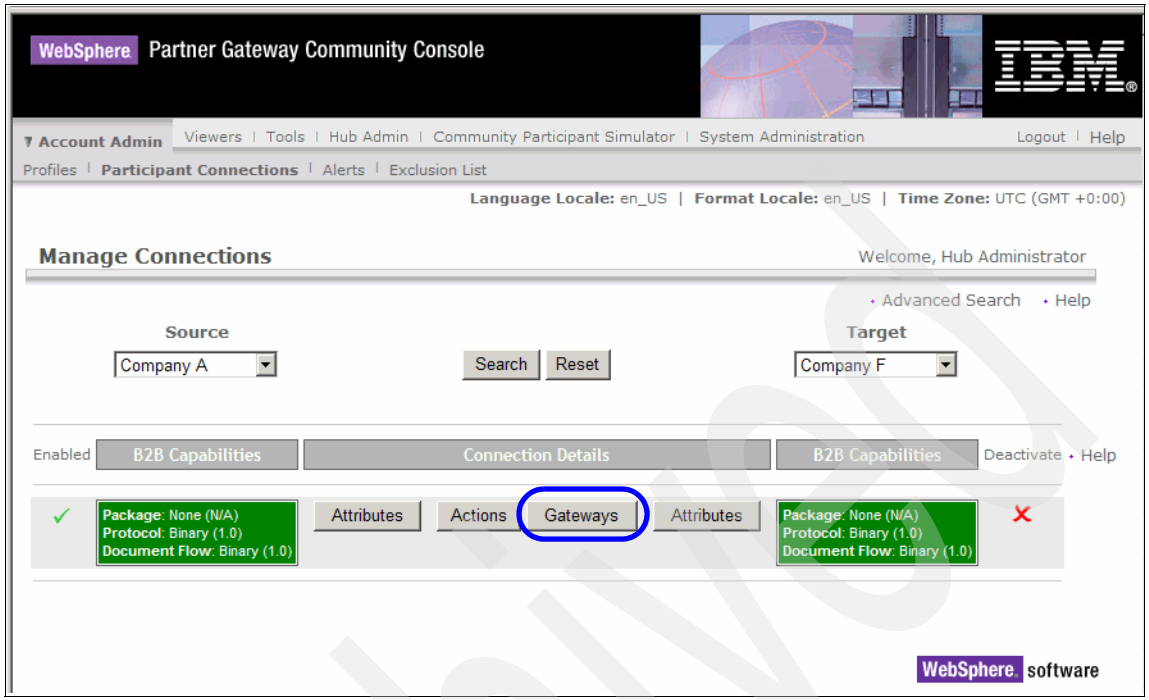

Figure 12-27 List of participant connections between Company A and Company F
4. When presented with the list of Active connections between Company A and Company F, click the **Gateways** button (Figure 12-27 on page 376).